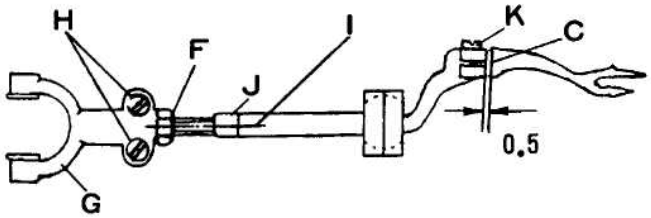

Рис. 24
2. Переднее и заднее положение нитевого крючка (рис. 24)